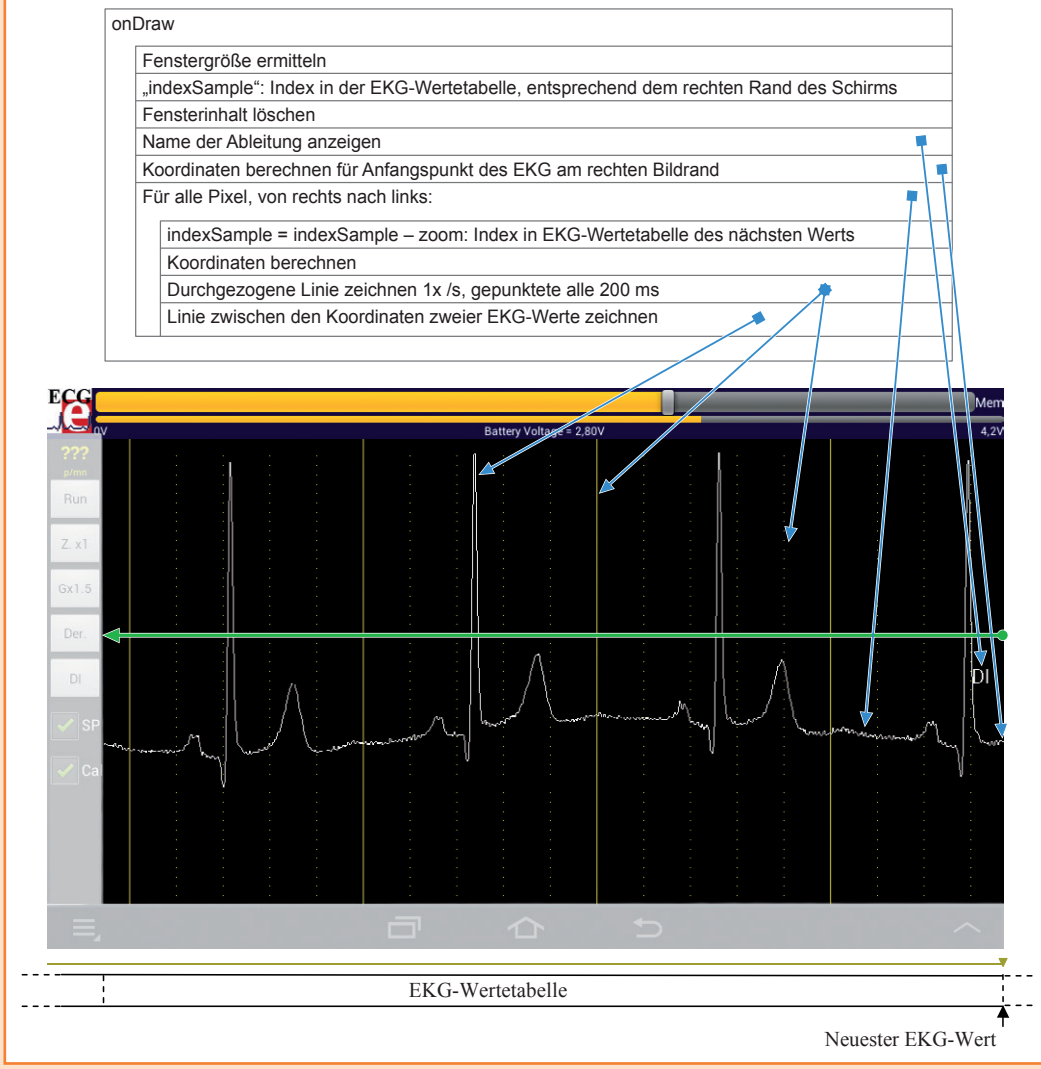

Bild 17. Algorithmus für den Display-Refresh bei fortlaufendem EKG.
- die Methode *onDraw()*, die periodisch von *ThreadGrapheYT* aufgerufen wird und die gewählte EKG-Ableitung sowie die zugehörigen Achsen grafisch darstellt (siehe **Bild 17**, Textbox).